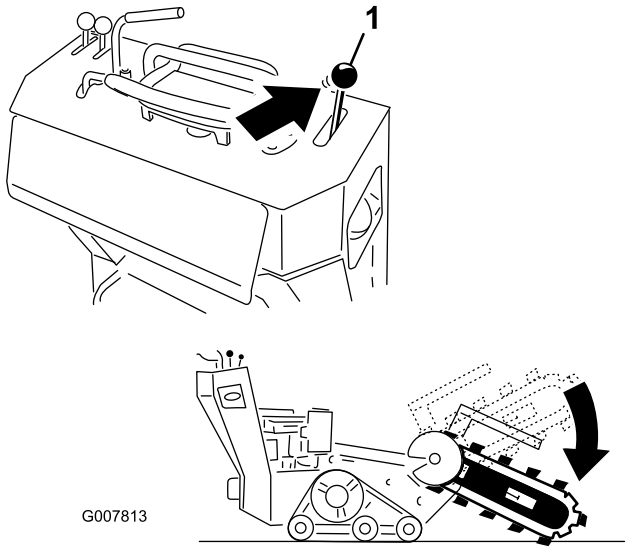

Bild 21
2. Senken Sie den Ausleger ab (Bild 21).